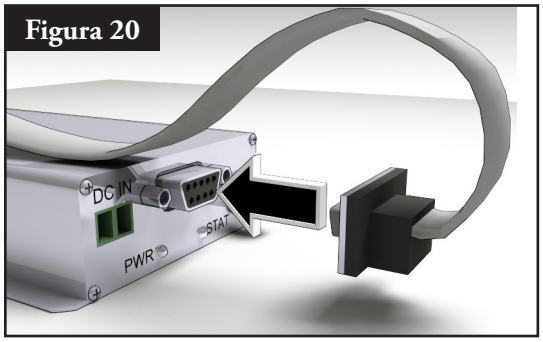

Figura 20
3. Enchufe el cable USB en un puerto USB y en el puerto serie del radio (**Figura 20**).